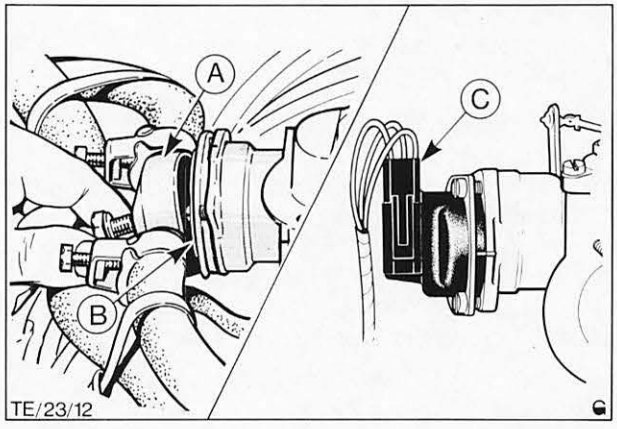

Abb. 98 Startautomatik abbauen
5. Bei Vergasern mit durch Kühlmitteltemperatur geregelter Startautomatik äußeres Wassergehäuse der Startautomatik nach Entfernen der mittleren Halteschraube abbauen und so hoch wie möglich vom Vergaser weglegen, Abb. 98.
6. Bei Vergasern mit elektrisch geregelter Startautomatik Kabelstrang vom Gehäuse der Startautomatik abklemmen, Abb. 98.
15. Äußeres Wassergehäuse der Startautomatik anbauen bzw. Kabelstrang der elektrischen Startautomatik anschließen. O-Ring auf einwandfreien Zustand prüfen, ggf. erneuern, Abb. 98.